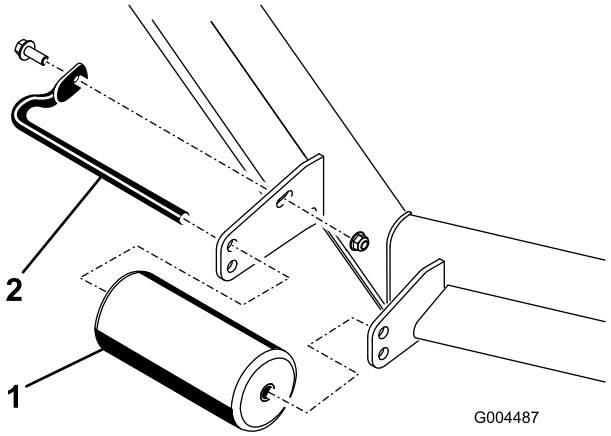
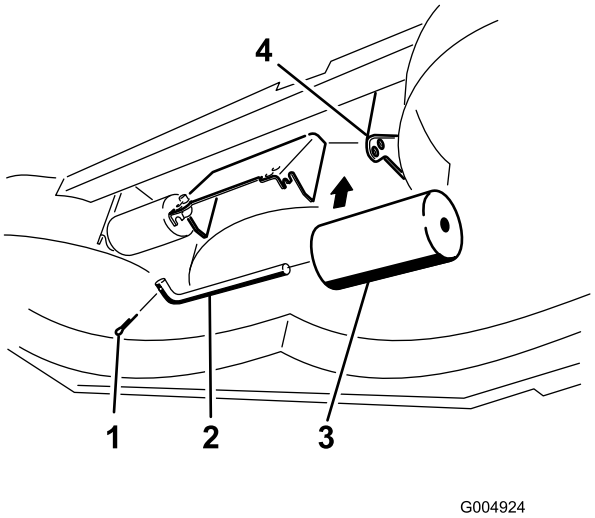

Rysunek 24
Rysunek 28
4. Usuń elementy mocujące każdą rolkę podwozia kosiarki i przesuń rolki w górę lub w dół zgodnie z wymaganiami, patrz Rysunek 24 do Rysunek 28, o ile ma to zastosowanie dla danej kosiarki.